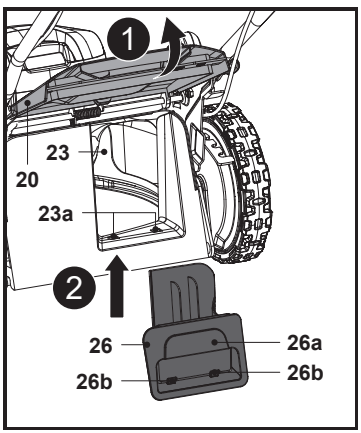

Fig. 12
1. Open the rear deflector guard (20), hold the recess handle (26a) in position and insert the mulching insert (26) into the rear discharge chute (23) (Fig. 12). Ensure the two locking clips (26b) snap into slots (23a).